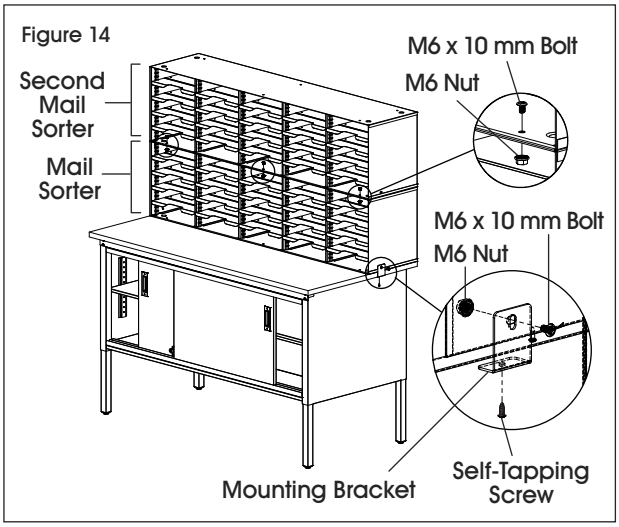

Figure 14
3. Attach five mounting brackets to mail sorter with five M6 x 10 mm bolts and M6 nuts. Fasten mounting brackets to laminate top with five self-tapping screws using a drill. (See Figure 14)
4. Stack second mail sorter on top of attached mail sorter. Fasten mail sorters together with six M6 x 10 mm screws and M6 nuts using a Phillips screwdriver. Holes are located in front and rear of sorters on far left, center, and far right columns. (See Figure 14)